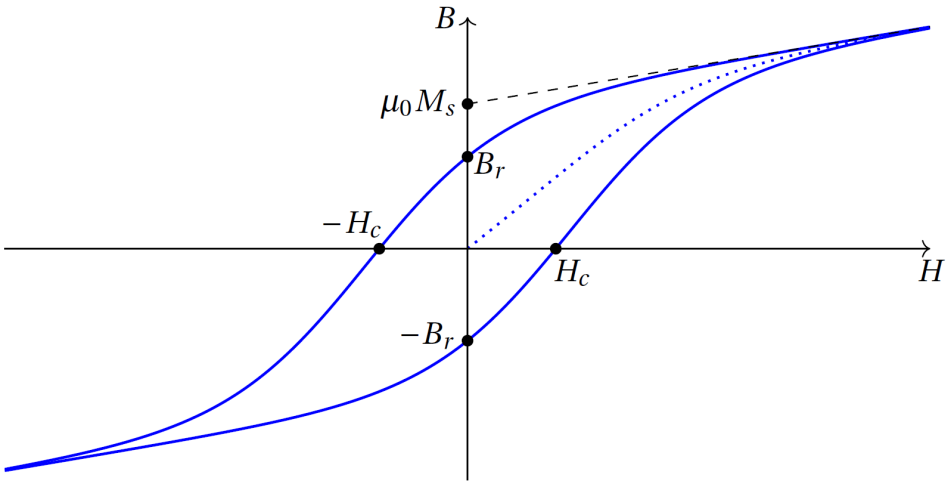

FIGURE 3 – Cycle d'hystérésis d'un matériau ferromagnétique (celui de la ferrite est plus large)
Or on a $u \propto H$ et $V_s \propto B$; donc en traçant V_s en fonction de u on observe, à une ou deux homothéties près, le cycle d'hystérésis de la ferrite, représenté schématiquement en figure 3.
- On mesure les tensions correspondant aux grandeurs de la figure 3.